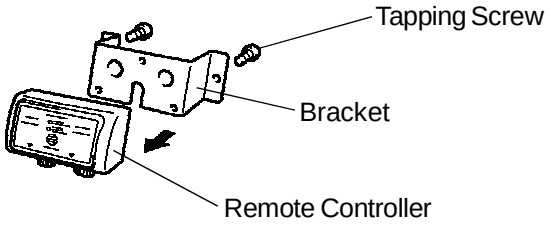

Fig. 4
1) Secure the Remote Controller to the Bracket with M4 x 8 Tapping Screws (Accessory) as shown in the illustration. See Fig. 4.